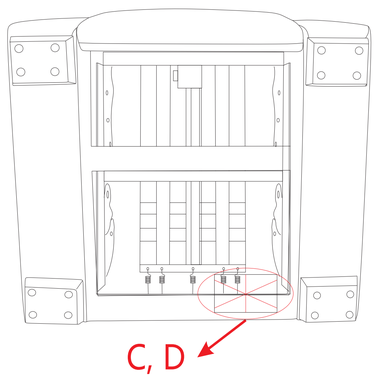

Figure 1
Detach the Transformers (C) and the AC Power Cables (D) from the bottom of the Seat (B). (See Figure 1.)